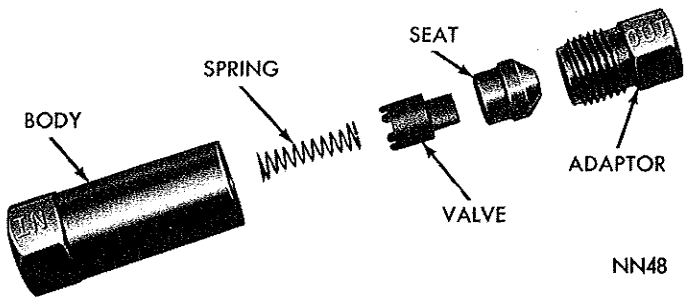

***Fig. 17—Residual Pressure Check Valve***
(2) Remove master cylinder cover retaining nut; remove cover and gasket, then drain brake fluid.
(3) Remove piston retainer attaching screw and remove piston assembly.
**It should be noted at this time, that check valve usually located in master cylinder bore is not used.** The residual check valve (Fig. 17) is located in the brake line, after brake line tee. There is no hydraulic pressure to disc brake caliper when brakes are not applied, because fluid source at master cylinder bypasses residual check valve.
(4) Remove brass washer between piston and cup. Remove primary cup and spring.